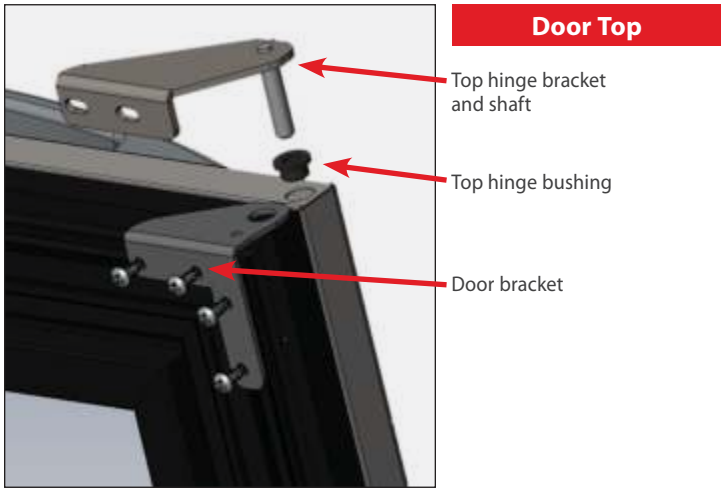

***Fig. 4a.*** Top hinge components.
4. Remove all door hardware except the door handle (see figs. 4a and 4b). Set the door brackets aside.